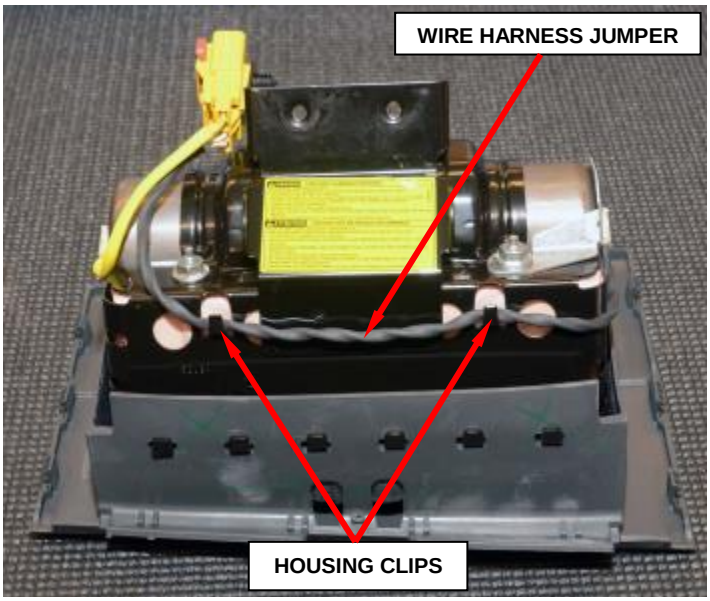

**Figure 63 – Passenger Airbag Assembly**
b. Disengage the wire harness jumper from the housing clips in two places (Figure 63).
l. Engage the wire harness jumper under the housing clips in two places (Figure 63).